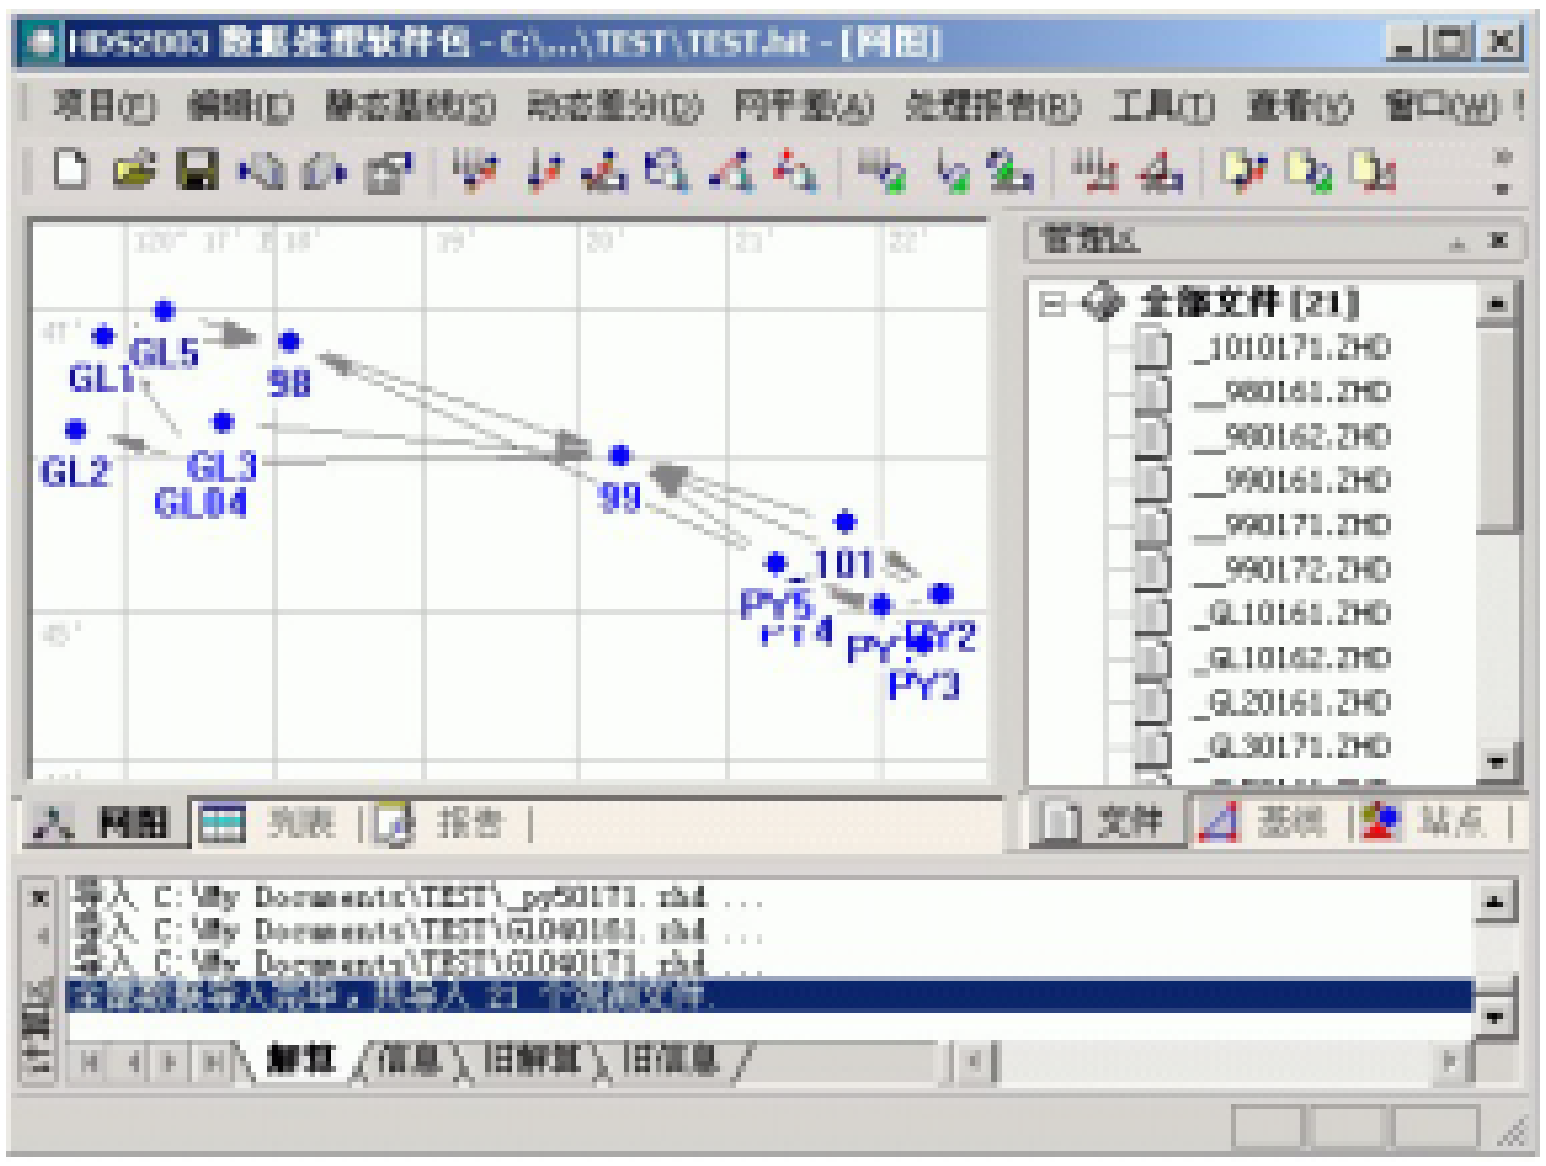
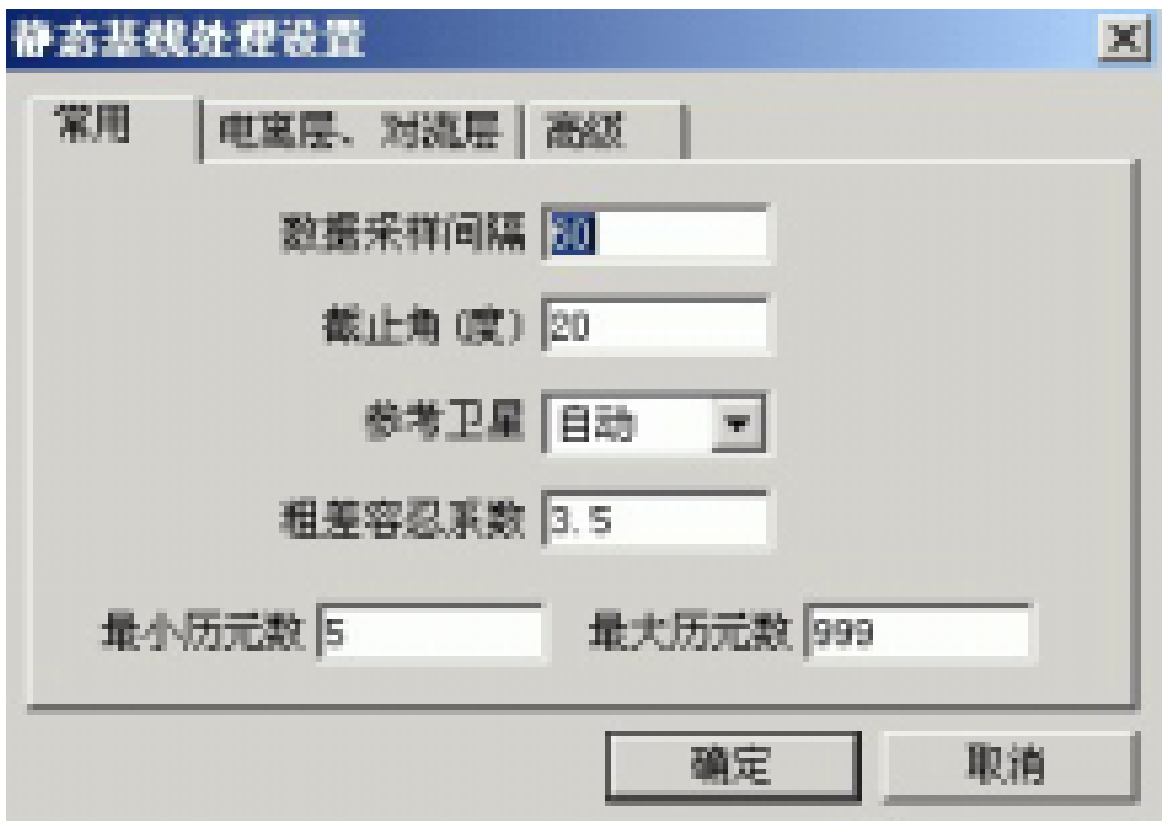

图 4-1　录入数据后的窗口
图 4-2　基线处理设置
①打开 GPS 电源。打开手簿电源，在命令交互方式下，从键盘输入ＺＨＳＣ后按回车，即可启动单频静态采集软件，屏幕出现公司图标(图 4-1)后，按任意键，进入软件的主界面：(图 4-2)
作基线向量处理前，要进行“基线向量处理设置”，执行菜单“静态基线”下的“基线处理设置”如图 4-2